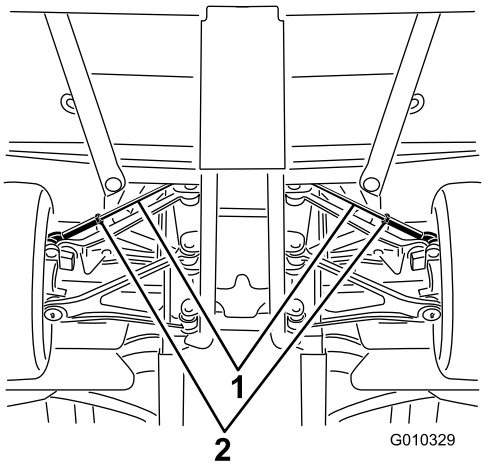

Figuur 50
A. Draai de contramoer in het midden van de trekstang los (Figuur 50).